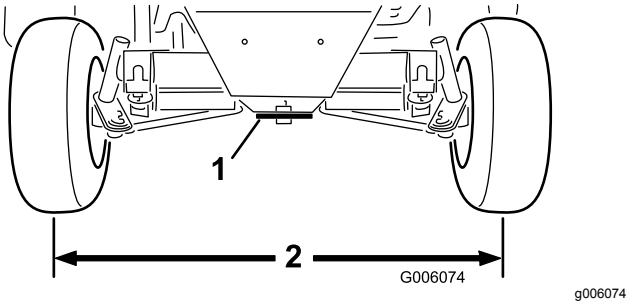

Figur 64
2. Juster begge parallellstagene til avstanden fra midten til midten foran og bak på bakhjulene er den samme (Figur 64).